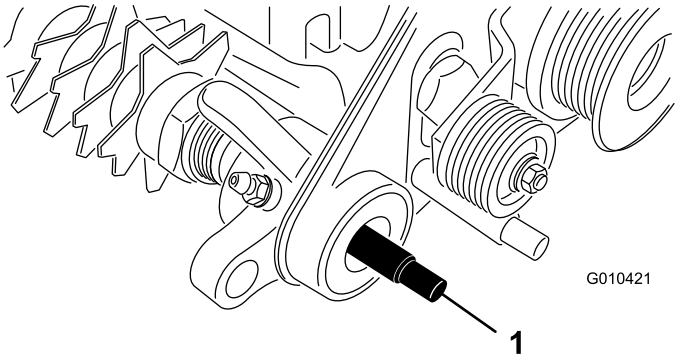

Figur 7
1. Stryk på ett lager fett på drivaggregatets lagerblockstätning och på trimsatsaxelns ände (Figur 7).
2. Skjut in en av trimsatsaxelns ändar i drivaggregatets lagerblock (Figur 7).